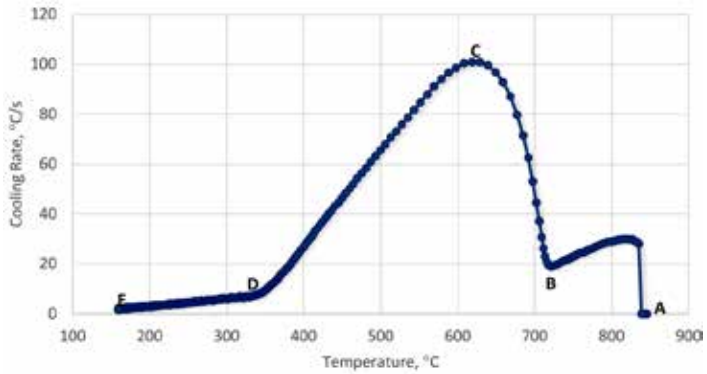

Figure 2: Schematic representation of a cooling curve, showing different heat transfer regions.
Figure 2: Predicted carbon in austenite and carbon in carbides as a function of processing time for the same LPC schedule where "-with carbides" considers carbide formation in the simulation and "-no carbides" does not consider carbide formation in the simulation.
Figure 2 compares the effect of carbide formation and dissolution in simulations versus the assumption of no carbide formation for the same LPC schedule. Shown are the predicted carbon in the austenite matrix and carbon in carbide form as a function of time for the given schedule. It can be seen that carbides do indeed form during each boost step but are effectively dissolved after the subsequent diffuse step. However, the dissolution of the carbides results in higher surface carbon values at the end of each diffuse step when considering carbide formation in the simulation. This is completely acceptable for component processing and service, but the carbide morphology must be considered when using predictive tools to determine LPC recipes for steel alloys. If not, the possibility of having too much carbon on the surface and/or having too deep of an effective case depth is a real possibility.
Like immersion quenching, there are three basic phases of quenching using a spray: vapor phase, boiling phase, and convection phase. However, while the phases remain the same, there are differences due to the mechanical aspects of the spray (Figure 2).
Figure 2: (a) Photograph of the FCT System GmbH Spark Plasma Sintering Furnace type H-HP D 250 located at Kennametal Manufacturing (UK) Ltd. used to produce the FAST-DB disk, (b) Photograph of the graphite mold where the disk was processed with the dividers used to distribute the Ti-64 and Ti-6242 powders, (c) Photograph of the powder without the dividers in the 250 mm diameter mold, (d) Schemac diagram of the FAST furnace arrangement.